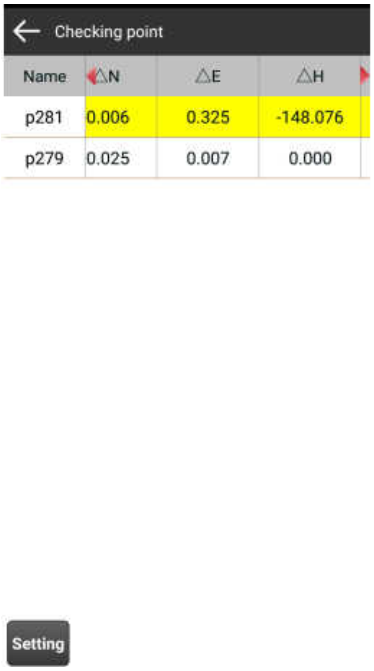
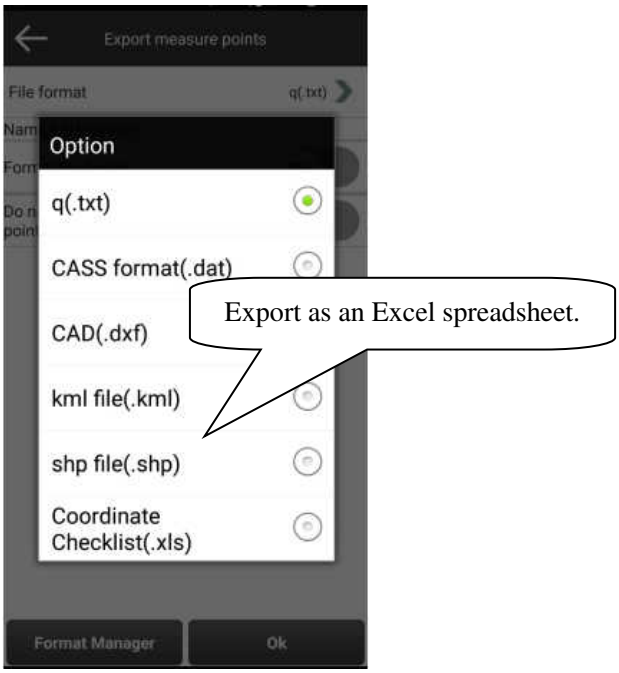

Figure 4.8-6
Figure 4.8-7
4、Click the List button to view the measured inspection data, the coordinate differences for each point, as shown in Figure 4.8-6.After completing the measurements, you can export the inspection data as an Excel spreadsheet: on the Project page - Import/Export - Export Measurement Points, select "Coordinate Check Table (*.xls)", as shown in Figure 4.8-7.